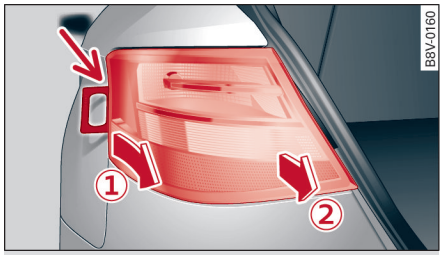

图 272 拆卸尾灯
- 将塑料刮片插入尾灯和车身之间的空隙中 –箭头– ⇨ *图 272*。
- 交替着在塑料刮片处用一只手沿箭头方向 ①，用另一只手沿箭头方向 ② ⇨ *图 272* 拉尾灯并将尾灯取出。